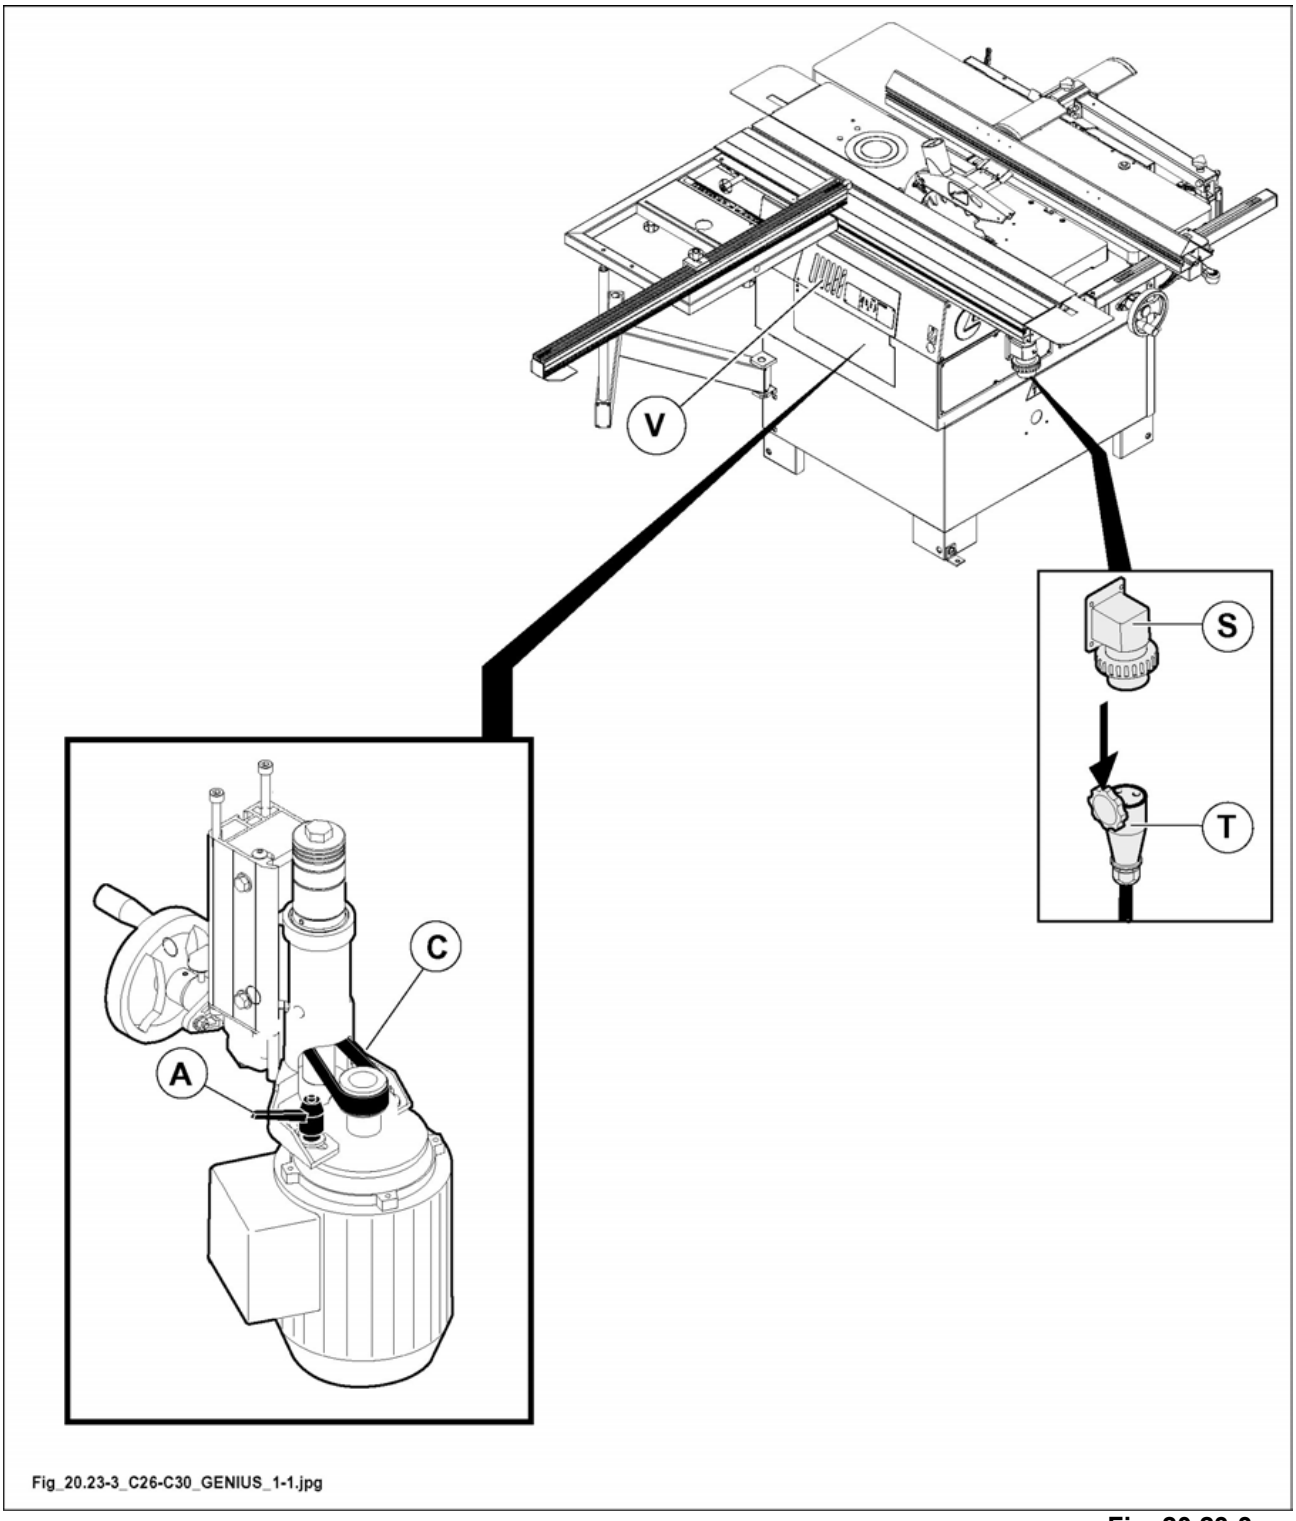

Fig. 20.23-3
before carrying out any of the operations make sure to cut the main electric power and disconnect socket (T fig. 20.23.3) from plug (S fig. 20.23.3).
- Open the door (V fig. 20.23.3) (activates a microswitch which prevents the motor from starting).
- Loosen the handle (A fig. 20.23.3) and act on the motor to stretch the belt (C fig. 20.23.3).
- Tighten the handle (A fig. 20.23.3) at completion of the adjustment.
- Close the door (V fig. 20.23.3).